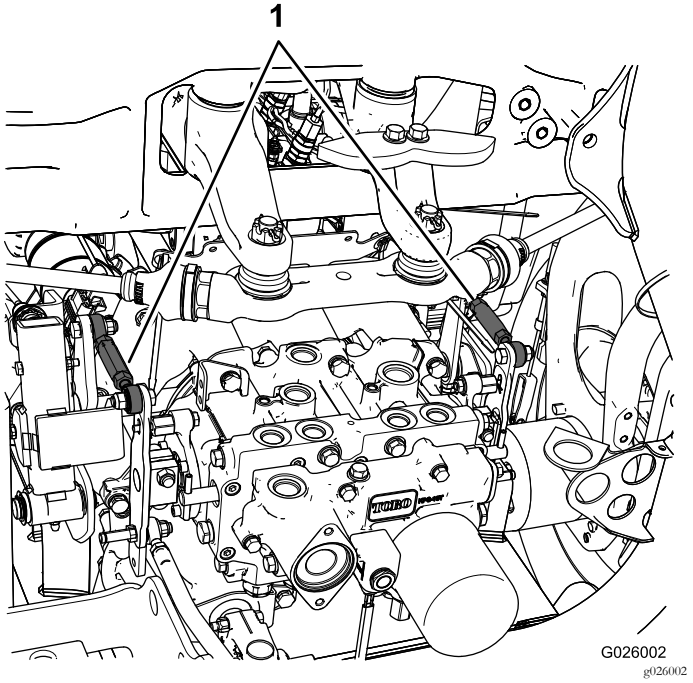

Рисунок 9
- Если вращается левое колесо, отпустите зажимную гайку на левой тяге управления трансмиссией (Рисунок 9).